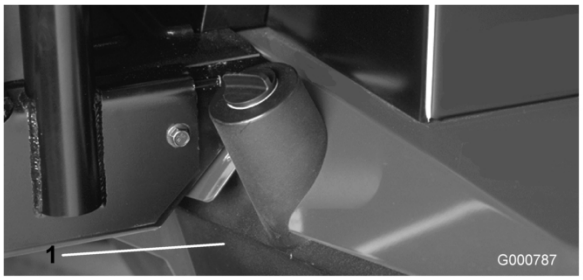

Figur 64
2. Afmonter aftapningsproppen i bunden af beholderen (Figur 64), og lad hydraulikvæsken løbe ned i en drænbakke. Monter proppen, og spænd den til, når hydraulikvæsken holder op med at løbe.